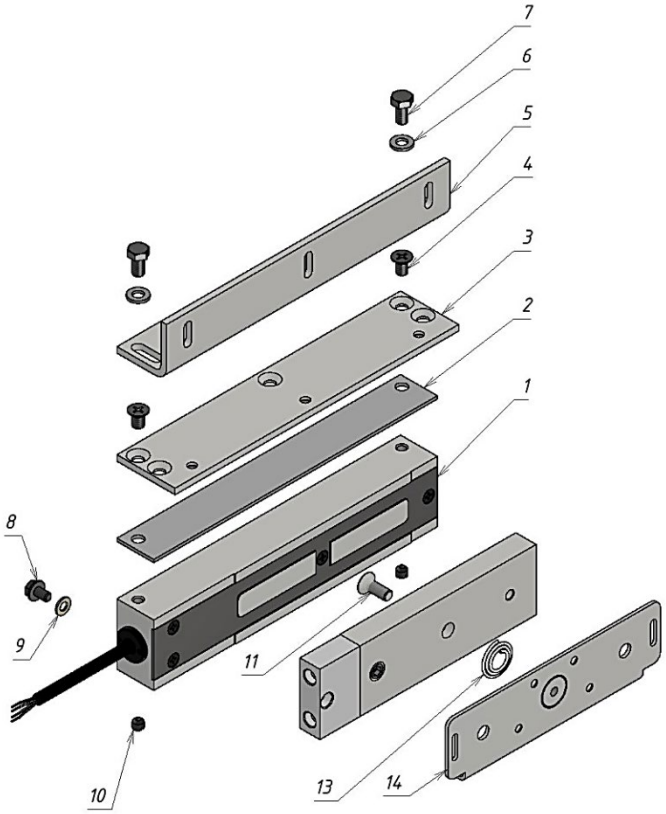
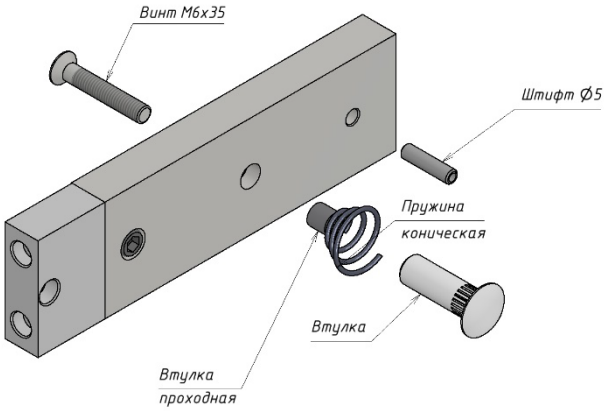

Рисунок 1 – Комплект поставки
Рисунок 2 - Комплект крепления якоря
4.1 В комплект поставки замка входят (рисунок 1):
- корпус (1) ..... 1 шт.
- планка (2) ..... 1 шт
- пластина монтажная (3) ..... 1 шт.
- винт М6х10 потайн. (4) ..... 2 шт.
- угольник (5) ..... 1 шт.
- шайба 6 (6) ..... 2 шт.
- болт М6х12 (7) ..... 2 шт.
- винт заземления М5х8 (8) ..... 1шт.
- шайба 5 (латунь) (9) ..... 2 шт.
- винт-заглушка М6х6 (10) ..... 2 шт.
- винт М6х16 (потайн.) под ключ S4 (11) ..... 1 шт.
- якорь (12) ..... 1 шт.
- пружина коническая (13) (из комплекта крепления якоря) ..... 1 шт.
- пластина крепления якоря (14) ..... 1 шт.
- комплект крепления якоря (рисунок 2) ..... 1 шт.
Замок состоит из корпусной части и якорной части (рисунок 1). Для обеспечения эксплуатационных характеристик рабочие поверхности корпуса и якоря должны быть совмещены и плотно прилегать друг к другу при закрывании двери.
Корпус замка может крепиться при помощи угольника (5) или через монтажную пластину (3) (рисунок 1). Если позволяет конструкция места монтажа, допускается крепление непосредственно через крепежные отверстия в корпусе замка (резьба М6), длина винтов в этом случае определяется по месту, при этом в тело корпуса винты должны входить не более чем на 8мм.
- с помощью комплекта крепления якоря с отверстиями в двери для винта крепления якоря и фиксирующего штифта (рисунок 2);
- без отверстий в двери, с помощью монтажной пластины крепления якоря (12) (рисунок 1).